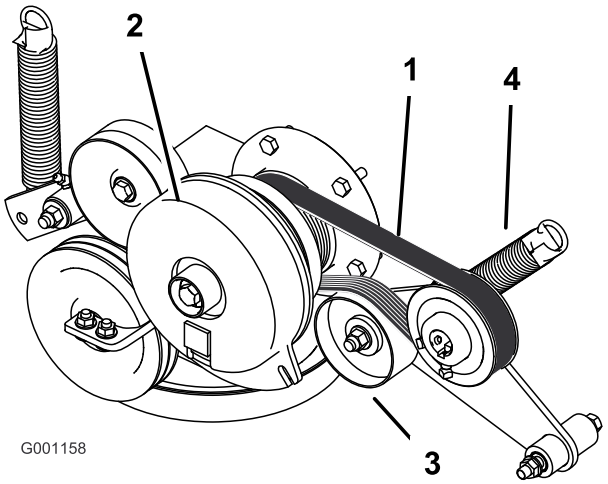

Figuur 55
3. Haal de veer van de arm van de spanpoelie (Figuur 55).
4. Plaats een nieuwe riem rond de motorpoelie en de poelie van de pomp van het hydraulische systeem (Figuur 55).
6. Monteer de veer op de arm van de spanpoelie (Figuur 55).